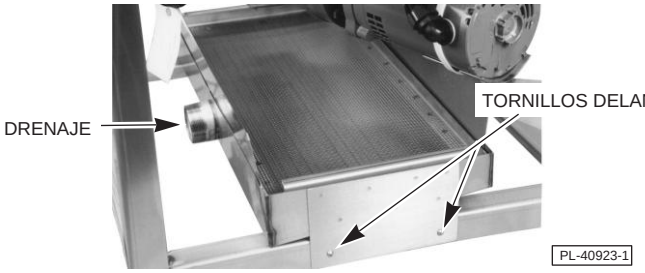

**Fig. 5**
Cuando el lavavajillas se envía de fábrica, la bandeja de drenaje se ensambla de modo que el drenaje (Fig. 5) salga desde el lado izquierdo de la máquina. Si la disposición de plomería requiere que el drenaje salga desde el lado derecho de la máquina, gire la bandeja de drenaje y el filtro de la manera siguiente:
1. Extraiga 2 tornillos y tuercas de la parte delantera (Fig. 5) y 2 tornillos y tuercas de la parte trasera de la bandeja de drenaje.